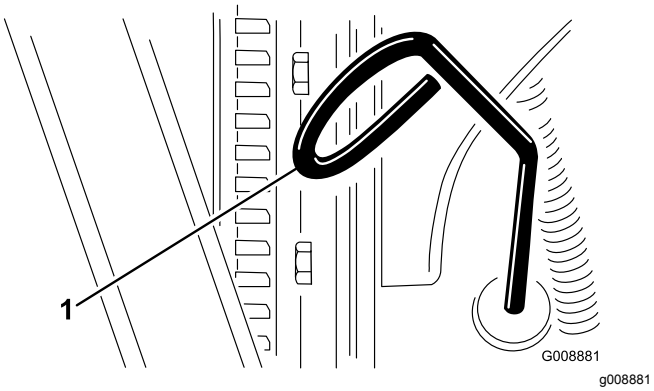

Figuur 36
2. Verwijder de peilstok (Figuur 36) en veeg deze af met een schone doek.